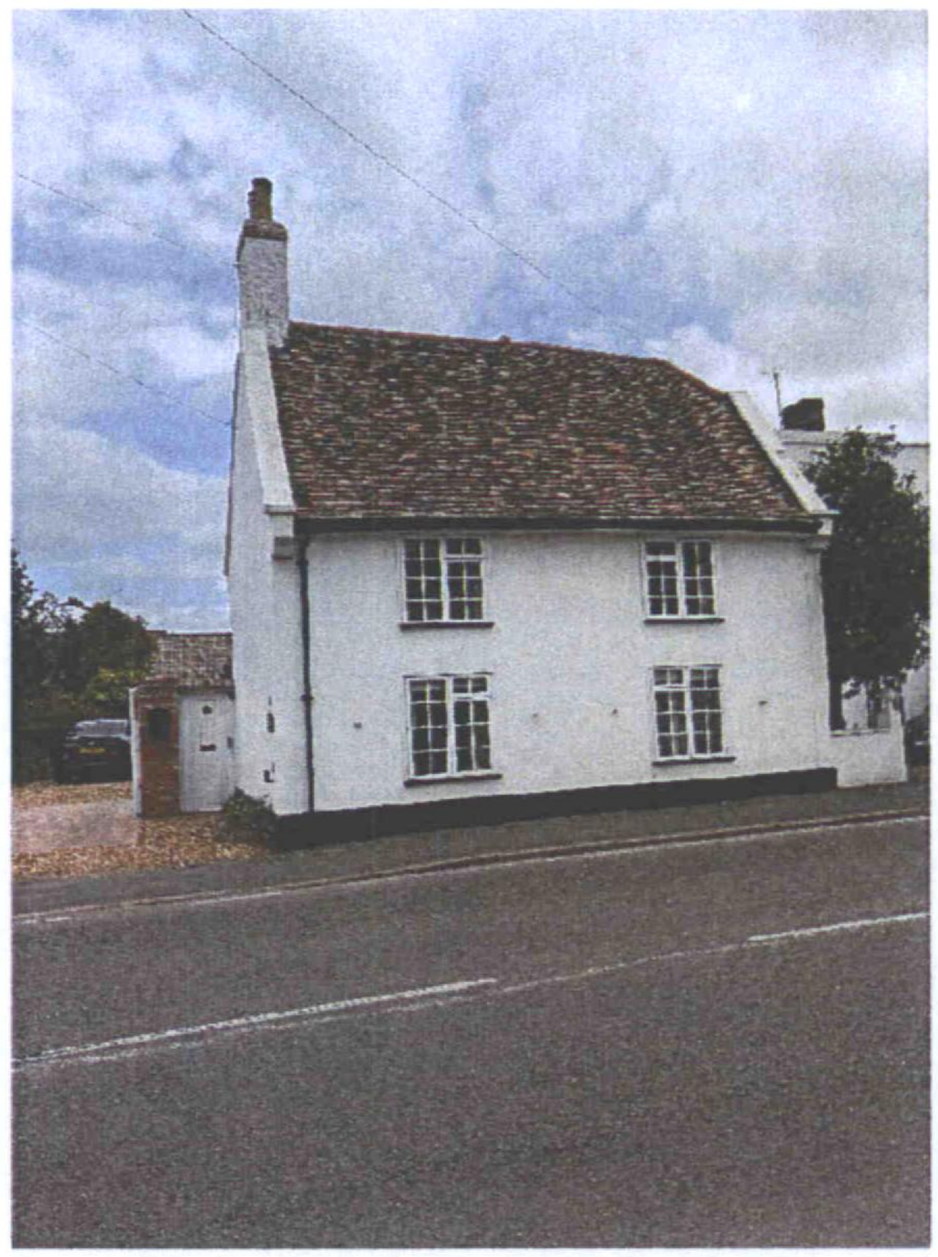

Fig 1 – Front elevations indicating W1, W2, W3 and W4
d. Install W1, 2, 3 and 4 to pattens, size shown on plans and elevations, flush casement to the details indicated on drawing 25:1341/3 and 4 (see also existing windows on Fig 1 attached). Allow to make good to internal timber linings and internal window board. Make good to external render, use suitable weather shield masonry paint to match on completion.